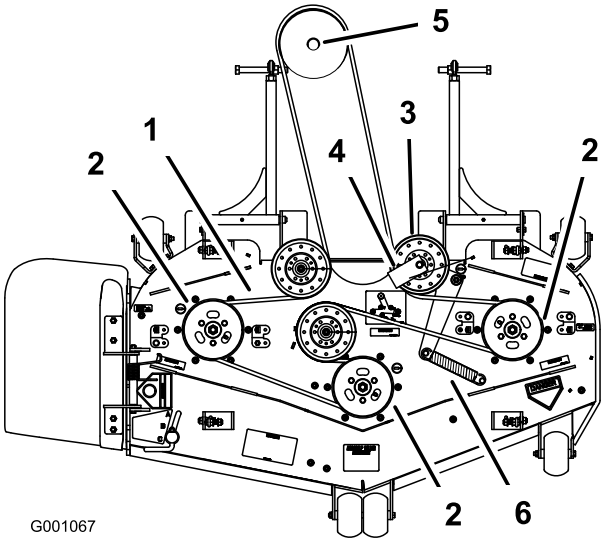

Figur 56
6. Før den nye rem rundt om plæneklipperens remskive og gearkassens remskive under motoren (Figur 56).
7. Monter fjederen på styrearmen (Figur 56).
8. Monter remstyret på den fjederbelastede remskive i en vinkel på 45 grader som vist i Figur 56.